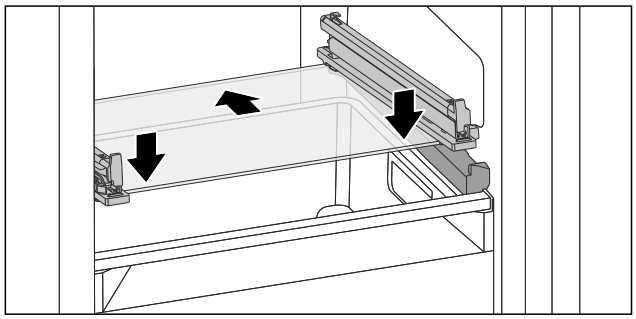

Fig. 121 Tilting drawer glass shelf
▶ Position glass shelf at an angle behind the stoppers. (see Fig. 121)